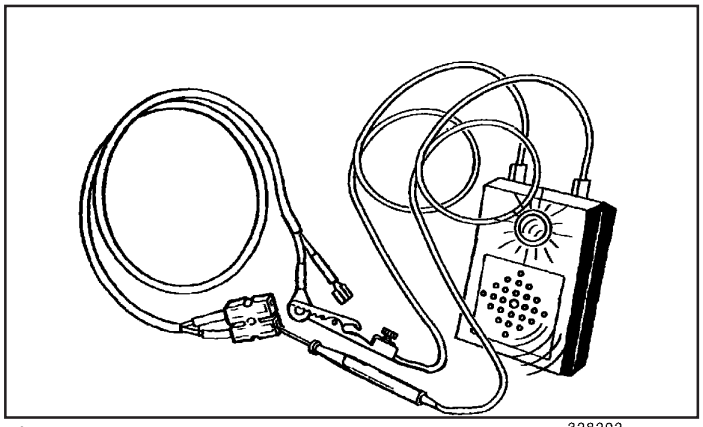

Fig.3
1. Verificação com um instrumento de teste (Fig. 3)